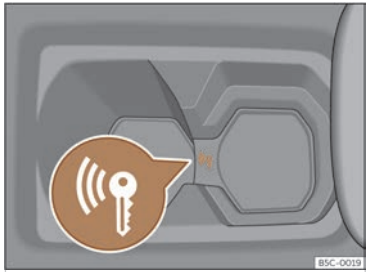

Fig. 122 Dans la console centrale : démarrage d'urgence.
- Immédiatement après avoir appuyé sur le bouton de démarrage, mettez la clé dans le porte-gobelets de la console centrale >>> **fig. 122**, le plus proche possible du logo *Kessy*.